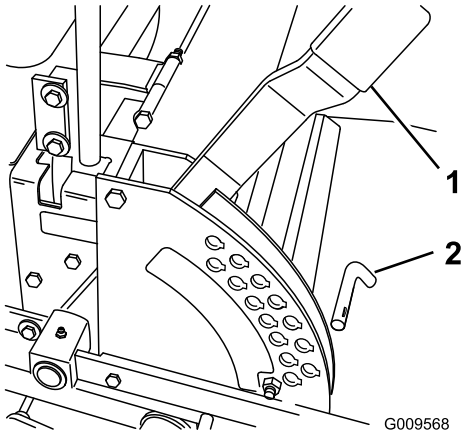

Figur 19
1. Flytt klippehøydespaken til TRANSPORT-stillingen (samme som klippehøyden på 127 mm) (Figur 19).
2. For å justere fjerner du bolten fra klippehøydebraketten (Figur 19).
3. Velg det hullet i klippehøydebraketten som svarer til ønsket klippehøyde, og sett inn pinnen (Figur 19).